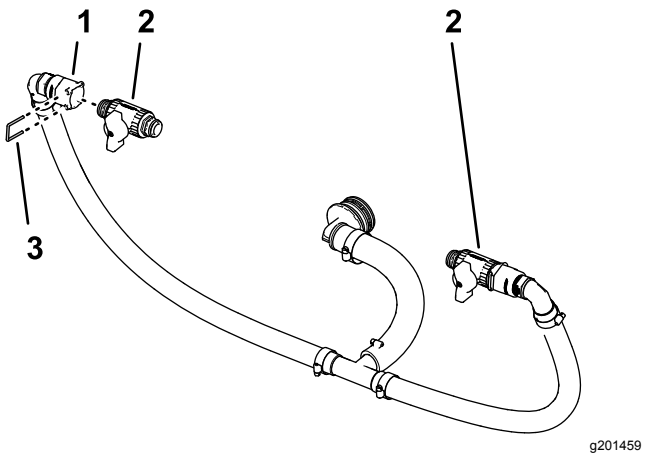

Figur 91
1. Fjern de to holderne fra hurtigfrakoblingsniplene (Figur 91) som du monterte i Montere omløpsslangene (side 39).
2. Monter avstengningsventilen i hurtigfrakoblingens sokkel (Figur 91).